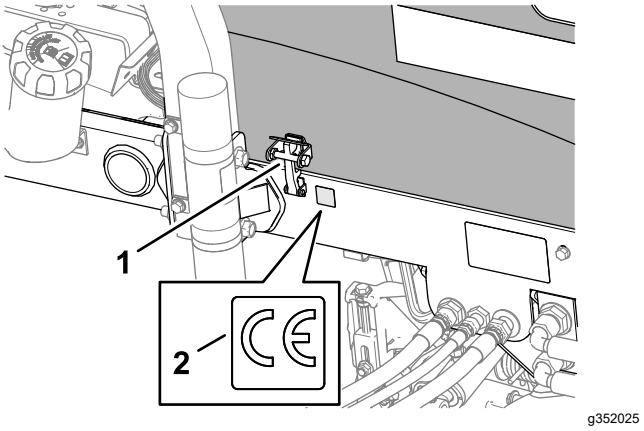

Figuur 38
3. Veeg het linkerframe dicht bij de motorkapvergrendeling schoon met alcohol en laat het frame drogen (Figuur 38).
4. Verwijder de rug en breng de CE-sticker met onderdeelnr. 133-8095 aan op het frame zoals getoond in Figuur 38.